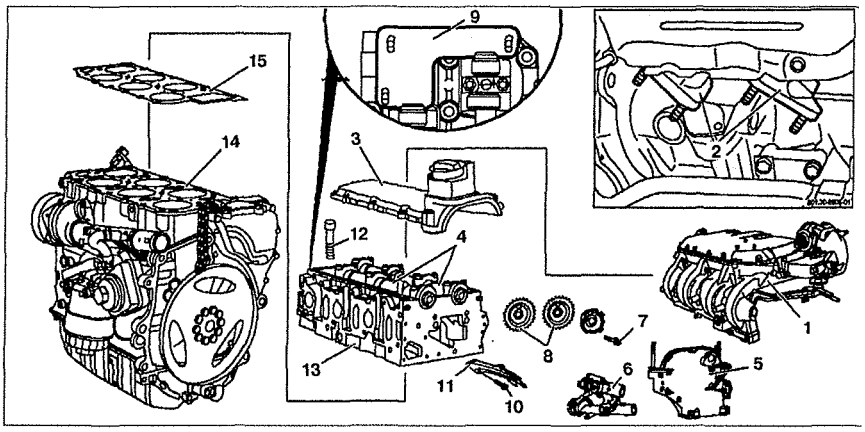

Рис. 3.12. Головка блока цилиндров:
2. Снимите крышку **3** головки блока цилиндров (см.рис.3.12).